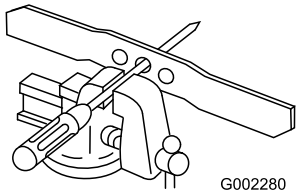

Figur 37
1. Kontrollera knivens balans genom att lägga den med det mittersta hålet över en spik eller en skruvmejsel som fästs horisontellt i ett skruvstäd (Figur 37).